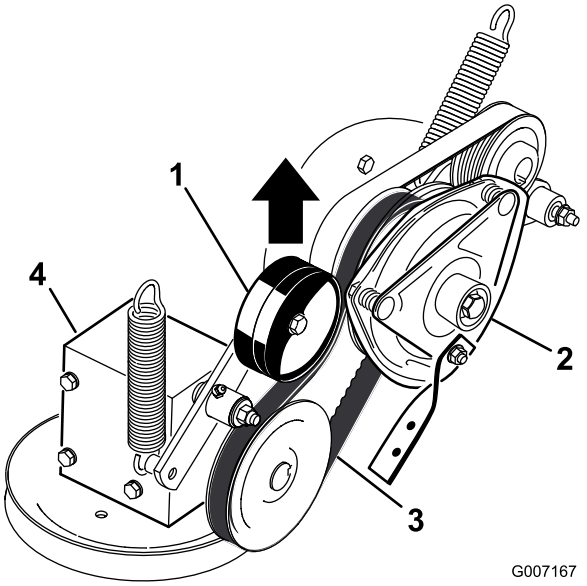

Figur 64
4. Træk op i den fjederbelastede styreremskive for kraftudtagets drivrem, og fjern remmen fra koblingsremskiven (Figur 64).
16. Træk op i den fjederbelastede styreremskive for kraftudtagets drivrem, og monter den på koblingsremskiven (Figur 64).